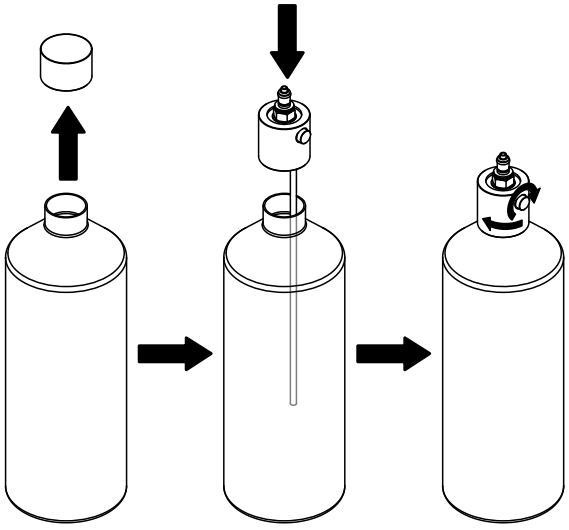

Abb. 19: Spezialdeckel aufschrauben
d. Entfernen Sie den normalen Flaschendeckel und schrauben Sie den Spezialdeckel mit dem Schnellverschluss auf (siehe *Abb. 19*). Stellen Sie sicher, dass der Deckel fest und nicht verkantet auf der Flasche sitzt und die silberne Rändelschraube auf der Seite des Spezialdeckels angezogen ist.